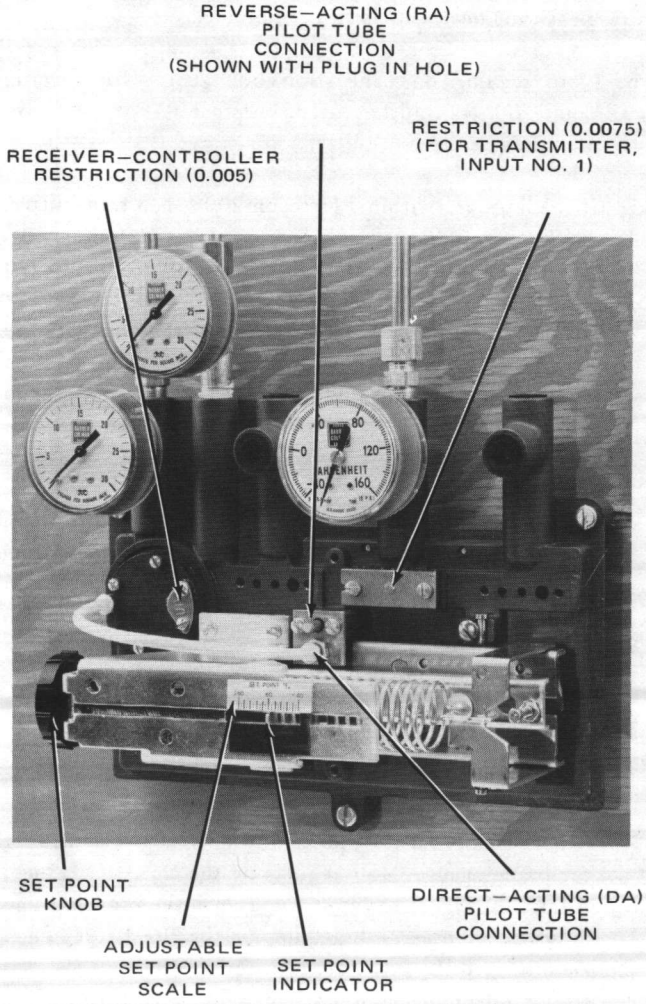

Figure 2
1. Remove Receiver Controller restriction cover plate, restriction, and two gaskets (see Figure 2 for location).
In cases where the transmitter is more than 200 feet from the receiver-controller or where the input signal is the output pressure of another controller or thermostat except TK-5000 series, the restriction for that input must be removed and the passages must be blocked. To block these passages, proceed as follows. Refer to Figure 2.